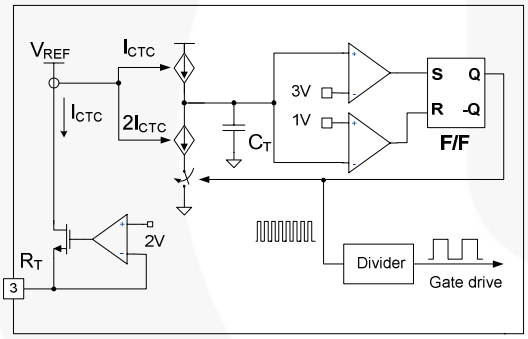

Figure 16. Current Controlled Oscillator
2. Internal Oscillator: FSFR-US series employs a current-controlled oscillator, as shown in Figure 16. Internally, the voltage of R_T pin is regulated at 2V and the charging / discharging current for the oscillator capacitor, C_T, is obtained by copying the current flowing out of the R_T pin (I_{CTC}) using a current mirror. Therefore, the switching frequency increases as I_{CTC} increases.